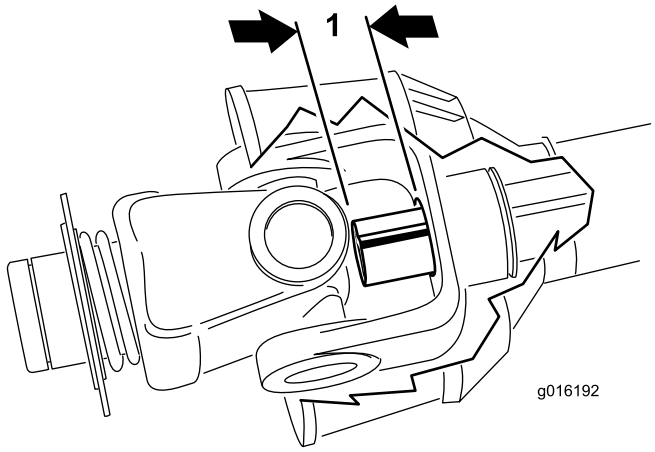

Figur 17
9. Skub rørene på kraftudtagsakslerne sammen, indtil de er trykket helt sammen. Kontroller, at det **indvendige** rør ikke stikker ind i kryds- og lejedelen på det udvendige rør (Figur 17). Hvis dette sker, skal du skære **mere** af det indvendige rør for at afhjælpe problemet. Fortsæt til næste trin.
10. Mål, hvor langt det indvendige rør stikker ind i kryds- og lejedelen på det udvendige rør (Figur 17). Tilføj denne længde til den længde, der måltes i trin 8.